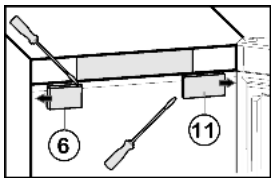

Fig. 9
- ▶ To remove the cover on the handle side *Fig. 9 (6)*: disengage using a screwdriver on the right and slide outwards.
- ▶ To remove the cover on the hinge side *Fig. 9 (11)*: disengage using a screwdriver on the left and slide outwards.